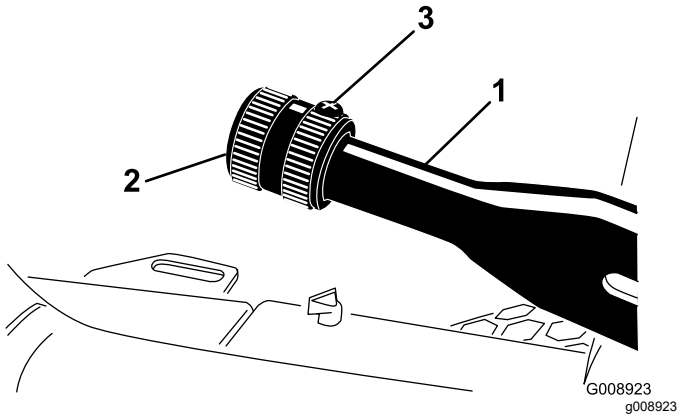

Figuur 70
1. Draai de stelschroef los waarmee de knop is bevestigd aan de parkeerremhendel (Figuur 70).